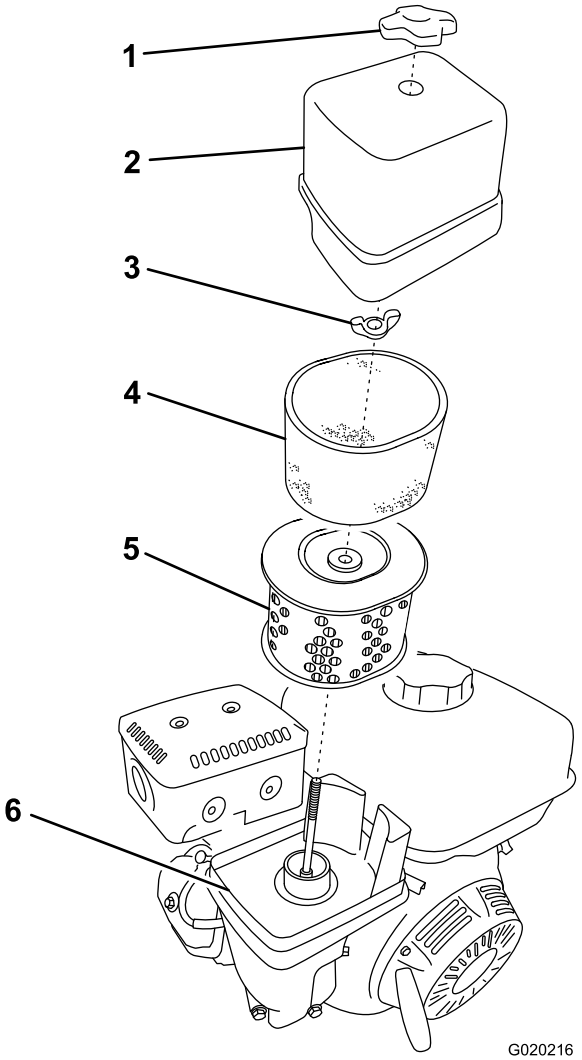

Figura 49
3. Retire la tuerca que sujeta la tapa (Figura 49).
5. Separe cuidadosamente de la base los elementos de gomaespuma y de papel (Figura 49).
6. Separe el elemento de gomaespuma del elemento de papel (Figura 49).